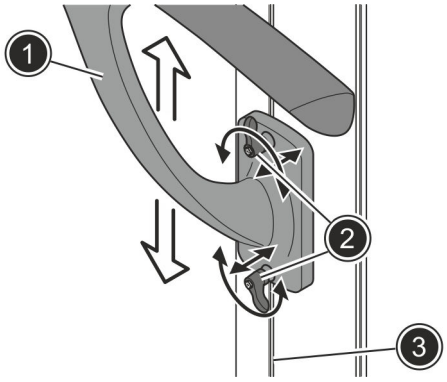

Fig. 55: Adjusting the handle height
1. Loosen the two clamping levers (Fig. 55/2), but do not unscrew them all the way. To do so, pull the clamping levers forwards and move them so that the clamping lever can be released counterclockwise.
2. Adjust the height of the grab handle (Fig. 55/1) in the upper third of the guide rail (Fig. 55/3).